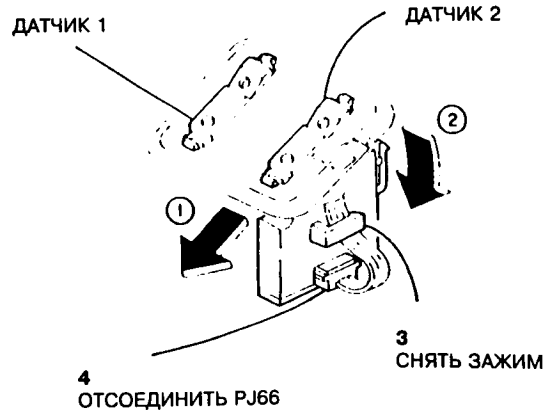

Рис.1 Замена датчиков 1 и 2
2. Нажать на датчик размера оригинала в направлении, показанном стрелкой (1) на рис.1, и снять его в направлении стрелки (2).